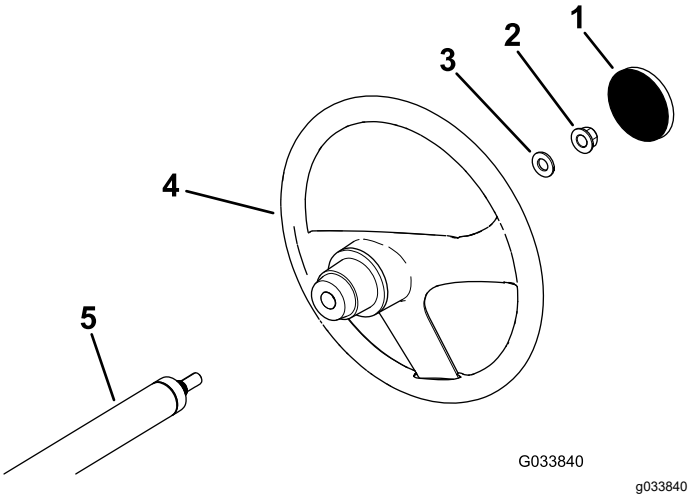

Figur 3
1. Fjern dækslet fra navet på rattet, hvis det er monteret (Figur 3).
2. Afmonter låsemøtrikken (½") fra rataksIen (Figur 3).
3. Skub rattet og spændeskiven (½") på rataksIen (Figur 3).
5. Monter dækslet på rattet (Figur 3).